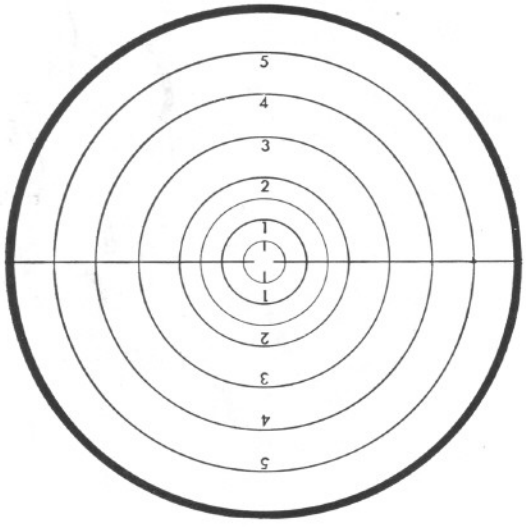

Fig. 3 Reticle
1. Hold a piece of white paper between the lens stop and telescope objective in such a manner that the paper is well illuminated. Look into the eyepiece at the reticle. The lines on the reticle should be sharply in focus (See Fig. 3.) If they are not;